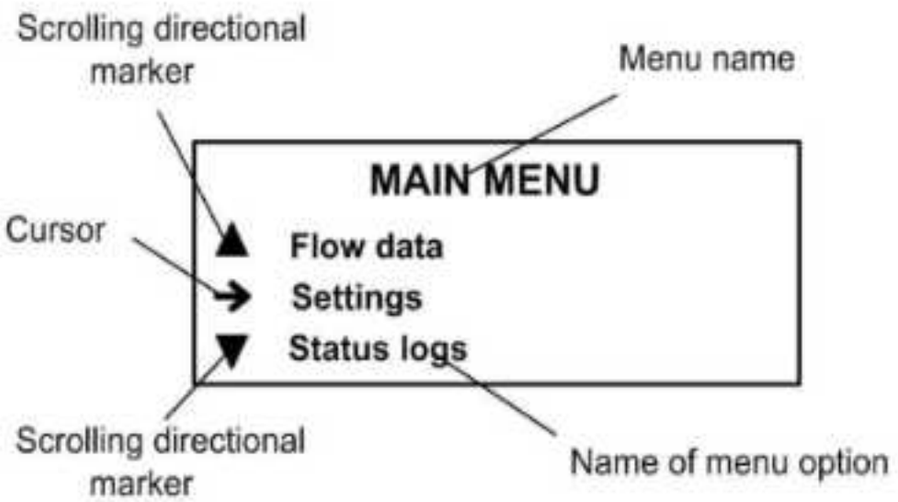

Fig.1. The Main menu.
1.1.1. To control the flowmeter from the CS keyboard, you use the hierarchical menu system (see Appendix A) consisting of the main menu, submenus and windows which give access to the lists of commands and options. The composition and structure of the main menu (Fig.1) is constant. Number and contents of submenus and windows as well as settings available for modification depend on the flowmeter's operating mode.
1.1.3. The display shows the menu (window) name which is displayed in the first line of the LCD indicator, and menu items (options) which can be moved up or down (see Fig.1).
1.1.5. Number of lines (menu items, list options) indicated on the display cannot exceed 3 at a time. Scroll direction indicators may therefore be shown at the beginning of the first and the last lines of menu items (or options). These indicators are triangles (see Fig.1) with vertexes showing the directions where the cursor can navigate through the lines (menu items, and settings).